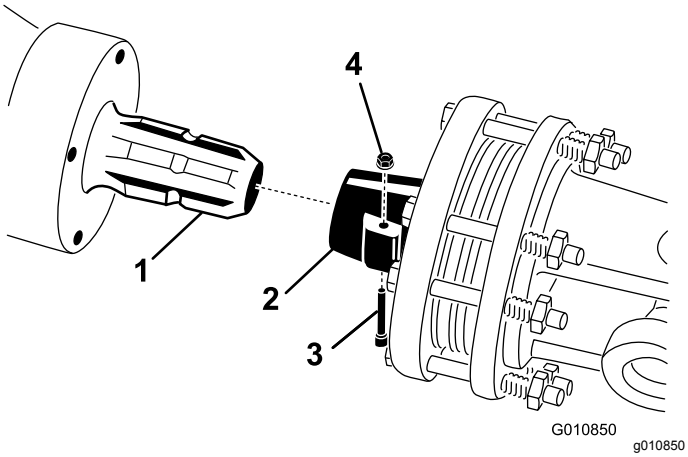

Rysunek 23
1. Zdejmij sworzeń i nakrętkę z wałka sprzęgającego (Rysunek 23).
2. Podłącz koniec wałka sprzęgającego ze sprzęgłem do wałka wejściowego przekładni aeratora używając wcześniej zdjętego sworznia z nakrętką (Rysunek 23).